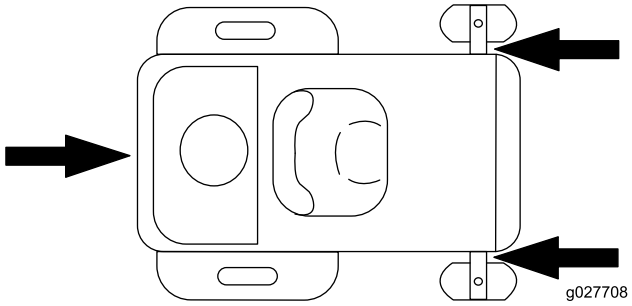

Figur 31
5. Bind fast maskinen nära de främre svänghjulen och den bakre stötdämparen (Figur 31).